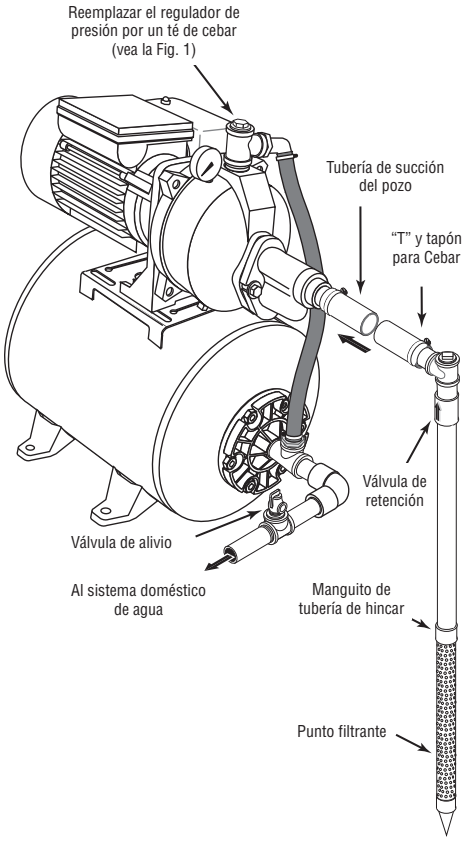

Figura 5 - Instalación del punto filtrante
4. Ensamble la válvula de pie, el colector y la tubería del pozo (vea la Figura 5). Verifique que la válvula de pie funcione libremente.
4. Coloque la bomba lo más cerca posible del pozo (vea la Figura 5).